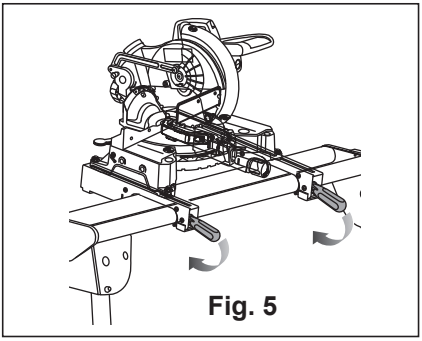

Fig. 5
2. Bloquee los apoyos de montaje en su posición bajando las palancas de bloqueo. (Ver Fig. 5)